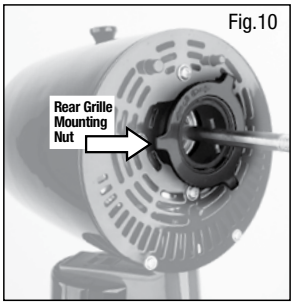

Fig.10
- Circular Rear Grille Mounting Nut will come attached to the Motor Assembly. Remove it by turning COUNTER-CLOCKWISE. You will re-attach the Rear Grille Mounting Nut later (Fig. 10).